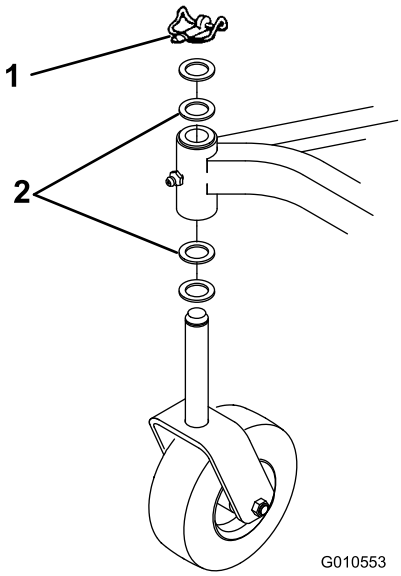

Figur 26
A. På klippeenheter som vanligvis brukes med kloppehøyde på 25 til 51 mm bør den lave siden av klippeenheten heves. Fjern ringstiften som fester styrehjulet på den lave enden (Figur 26) og fjern styreenheten.
C. Hvis klippeenheten brukes med klippehøyde på 51 mm til 102 mm, senk den høyeste siden av klippeenheten. Fjern ringstiften fra styrehjulet på den høye enden av enheten, og fjern styreenheten (Figur 26).